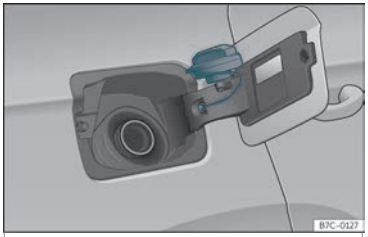

Abb. 181 Tankklappe mit aufgestecktem Tankverschluss.
- Platzieren Sie den Verschluss in der Aussparung, die sich im Scharnier der geöffneten Tankklappe befindet››› **Abb. 181** .